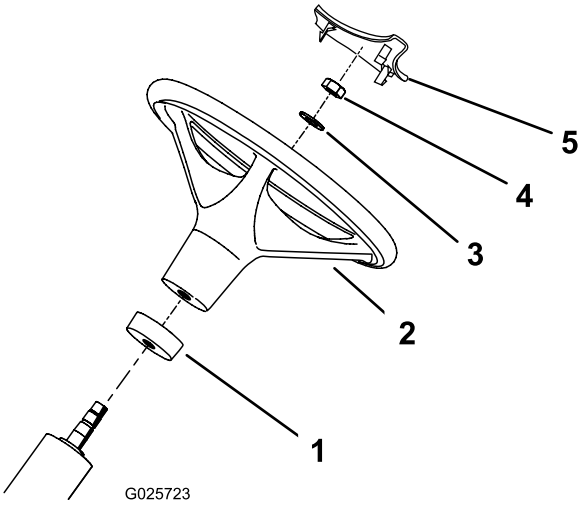

**Figur 2**
2. Sæt skumkraven (med den smalle ende først) på rataksien (Figur 2).
3. Sæt rattet på ratstammen (Figur 2).
4. Fastgør rattet til ratstammen med en spændingsskive og låsemøtrik (Figur 2). Stram låsemøtrikken til 27-35 Nm.
5. Sæt ratovertrækket på rattet (Figur 2).